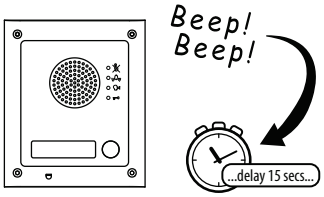

Fig. 58
3. Two short beeps will be heard from the GSM module followed by a 15 second delay, as shown **Fig.58**.